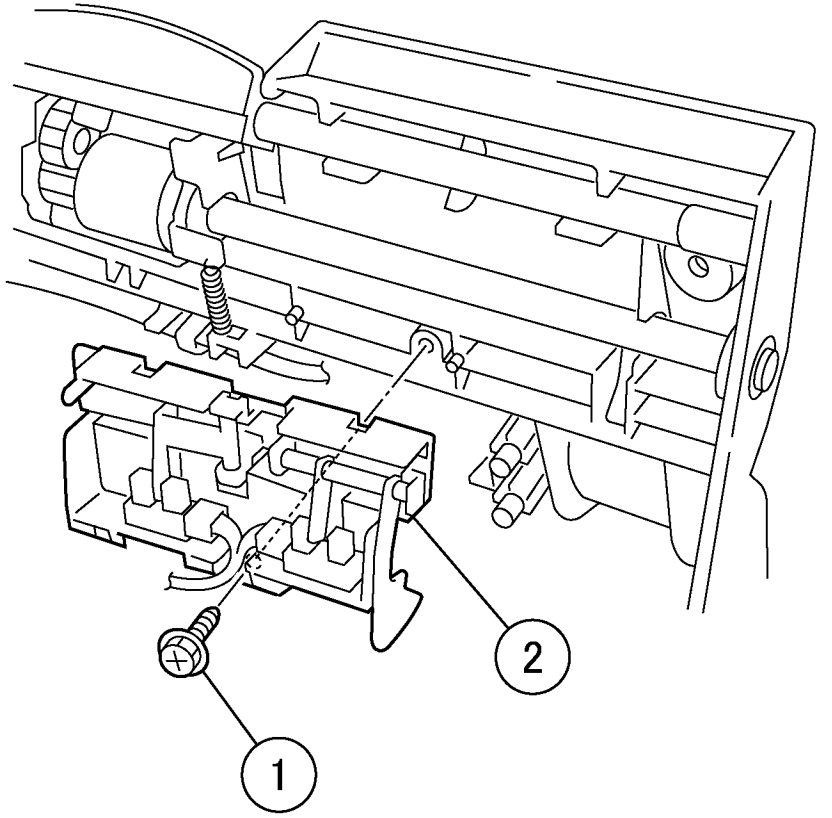

Рисунок 1 Снятие держателя датчика (j0ch41525)
3. Снимите держатель датчика (рисунок 1).